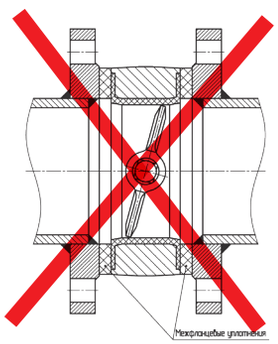

Рис. 1
2. Конструкция затвора исключает необходимость применения дополнительных уплотнений по фланцам. (Рис. 1) **При монтаже не допускается использовать межфланцевые уплотнения!**